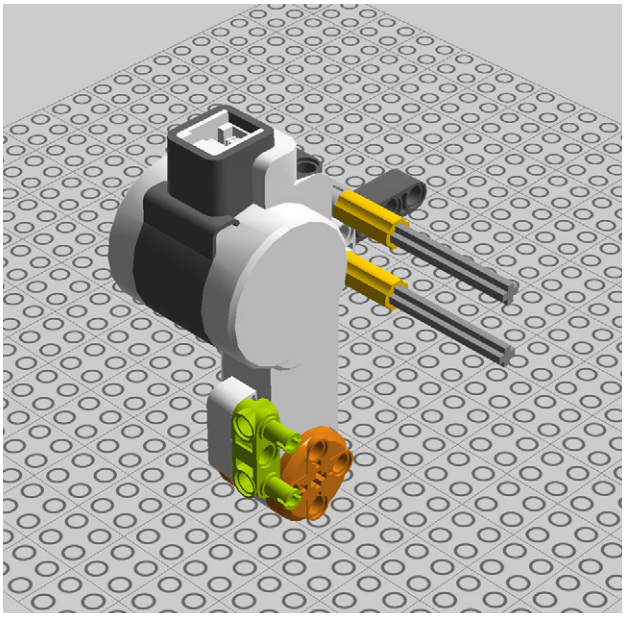

Figure 1-16. *Step 12: Attaching the 3M beam*
12. Next, add a 3M beam with pegs to the motor as shown in Figure 1-16.